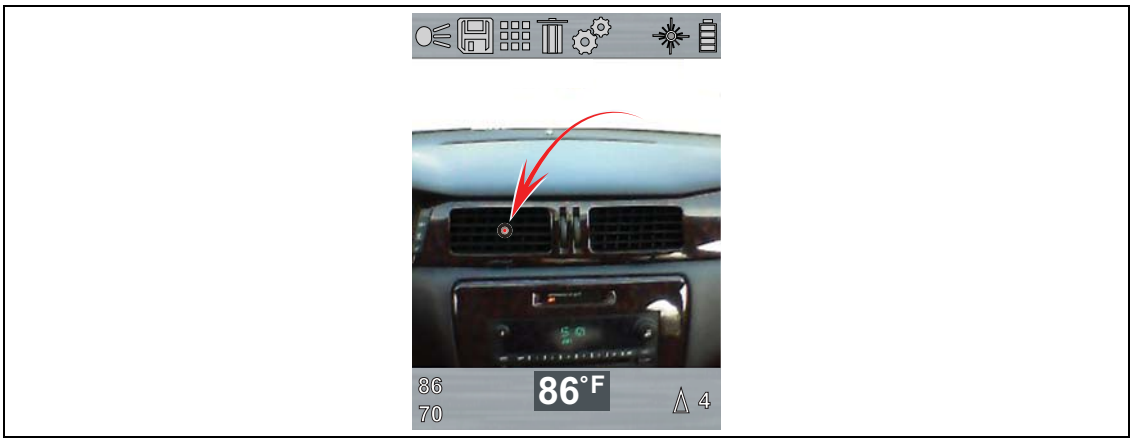

Figura 4-6
3. Aponte o laser para o(s) objeto(s) desejado(s) e leia a medição na tela (Figura 4-6).